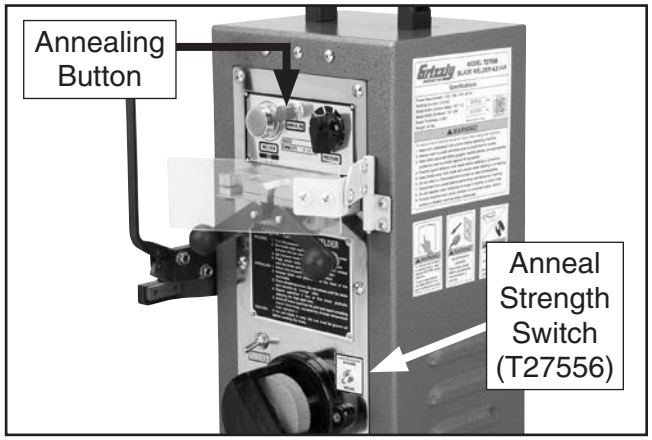

Figure 15. Annealing controls.
3. **T27556 Only:** Set the "Anneal Strength" switch (see **Figure 15**) to the proper position for the width of the blade. Use WEAK for 1/8"–3/8" (3–10mm) wide blades and STRONG for 7/16"–3/4" (11–19mm) wide blades.
4. **For Carbon Steel Blades:** Rapidly press and release the annealing button repeatedly (see **Figure 15**) until the weld zone turns a dull red color. (DO NOT press and hold the annealing button.) Continue pressing the annealing button with decreasing frequency until the weld no longer glows.